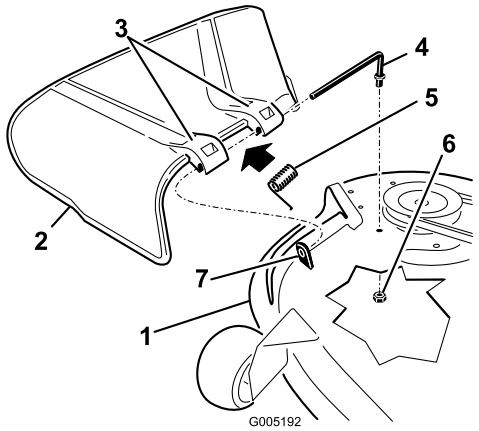

Figur 50
1. Leta reda på de delar som visas i Figur 50.
2. Avlägsna muttern (3/8 tum) från stången under klipparen (Figur 50).
3. Skjut ut stången från den det korta avståndsstycket, den invändiga låsbrickan, fjädern och gräsriktaren (Figur 50). Demontera den skadade eller slitna gräsriktaren.
4. Byt ut gräsriktaren och den invändiga låsbrickan (Figur 50).
6. Sätt fjädern på stången, med ändkablar nedåt, och mellan gräsriktarens fästen. Skjut stången genom gräsriktarens andra fäste och den invändiga låsbrickan (Figur 50).
7. För in stången i gräsriktarens front i det korta avståndsstycket på däcket. Fäst stångens bakre ände i klippaggregatet med en mutter (3/8 tum) (Figur 50).